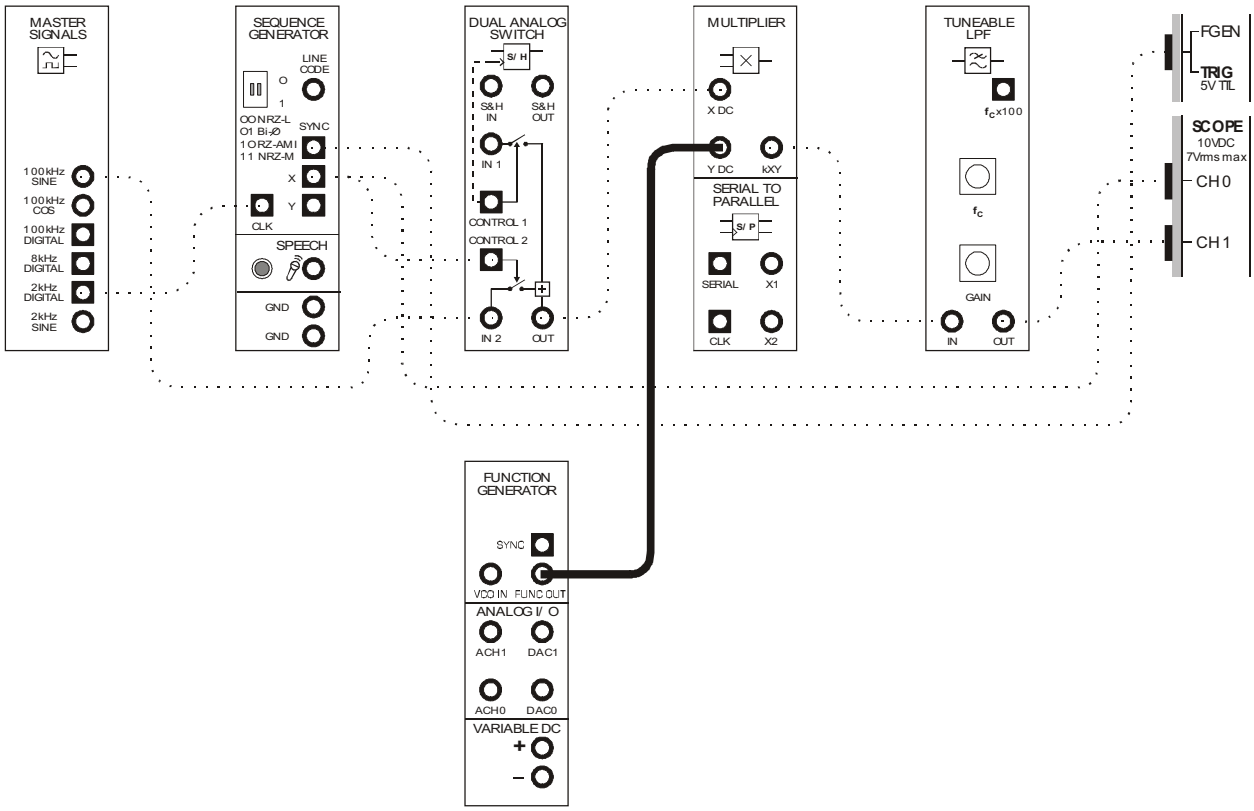

Figure 8
28. Modify the set-up as shown in Figure 8 on the next page.